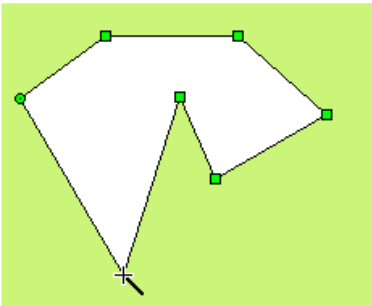

Рисунок 4-33 Рисование многогранника
- Переместите курсор в другое место на экране и система автоматически будет рисовать линию. Перемещайте мышь в другие нужные положения, каждый раз щелкая левую кнопку, чтобы нарисовать новую сторону многогранника. Щелкните правую кнопку для завершения рисования многогранника. Смотрите рисунок 4-33